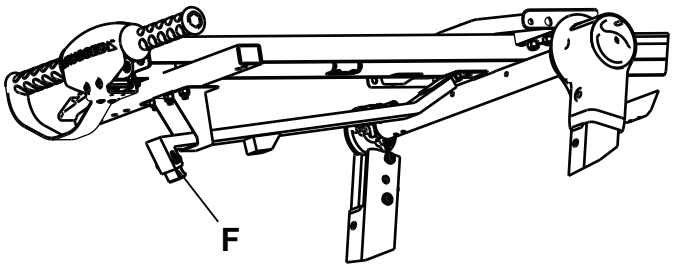

Abbildung 17 – Einstellung der Hakenspitze
2. Das Entladen der Trage aus einem Fahrzeug testen, um sicherzustellen, dass sich Sicherheitshaken und Fangplatte verbinden. Mithilfe eines M5-Inbusschlüssels die Hakenspitze (F) nach Bedarf verstellen, um sicherzustellen, dass sich Sicherheitshaken und Fangplatte beim Entladen verbinden (Abbildung 17).